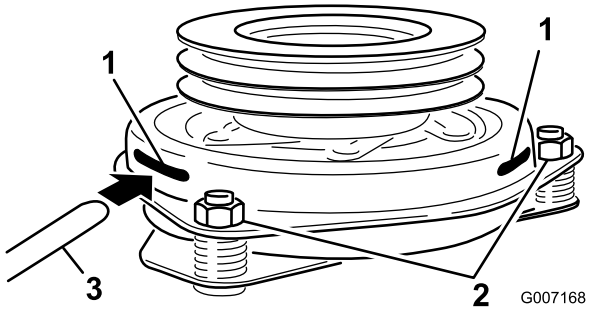

Figur 61
9. För in ett bladmått på 0,381–0,533 mm genom ett av inspektionshålen på sidan av enheten. Se till att bladmåttet förs in mellan beslaget och rotorns friktionsytor (Figur 61).
10. Dra åt låsmuttrarna tills du känner ett motstånd i bladmåttet, men ändå kan röra det inom luftgapet (Figur 61) utan problem.